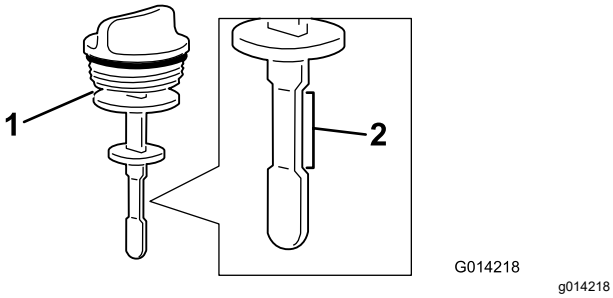

**Figur 108**
4. Ta ut oljestickan ur påfyllningsröret och kontrollera vätskenivån (Figur 108).